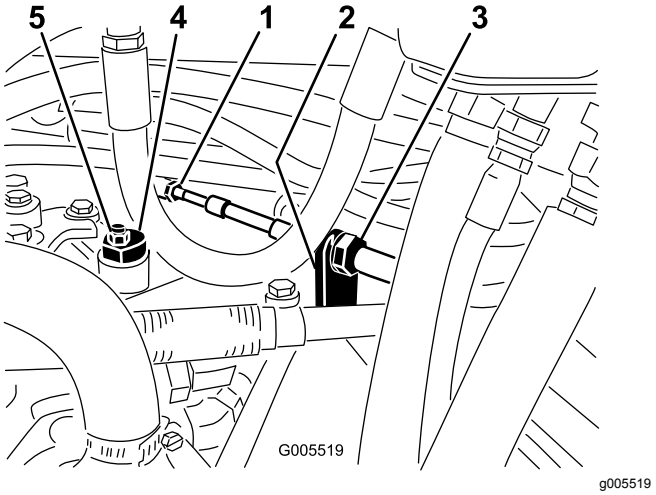

Figur 53
A. Løsn begge kontramøtrikkerne, der fastgør traktionskontrolkablet til kantpladen på hydrostaten (Figur 53). Sørg for, at kontramøtrikkerne er løsnet lige meget og kan justeres tilstrækkeligt.
Bemærk: Løsn den bolt, der fastgør den excentriske bolt til den øverste del af hydrostaten (Figur 53).
C. Drej den excentriske bolt, indtil der ikke forekommer krybning i nogen retning. Når hjulet holder op med at dreje, skal den møtrik, der låser den excentriske bolt og justeringen, tilspændes (Figur 53). Kontroller indstillingen med gashåndtaget i positionerne langsom og hurtig.
D. Låsemøtrikkerne skal tilspændes lige meget fra hver side af kantpladen for at fastgøre traktionskablet til kantpladen (Figur 53). Vrid ikke kablet.